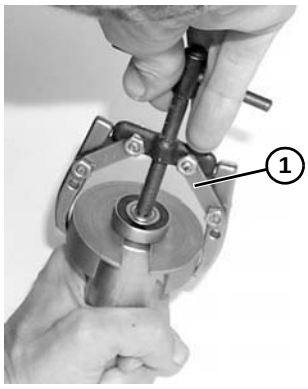

Figure 66
2. À l'aide de l'extracteur, numéro de pièce #807–1716 **(Figure 66, élément 1)**, retirer et jeter le roulement,